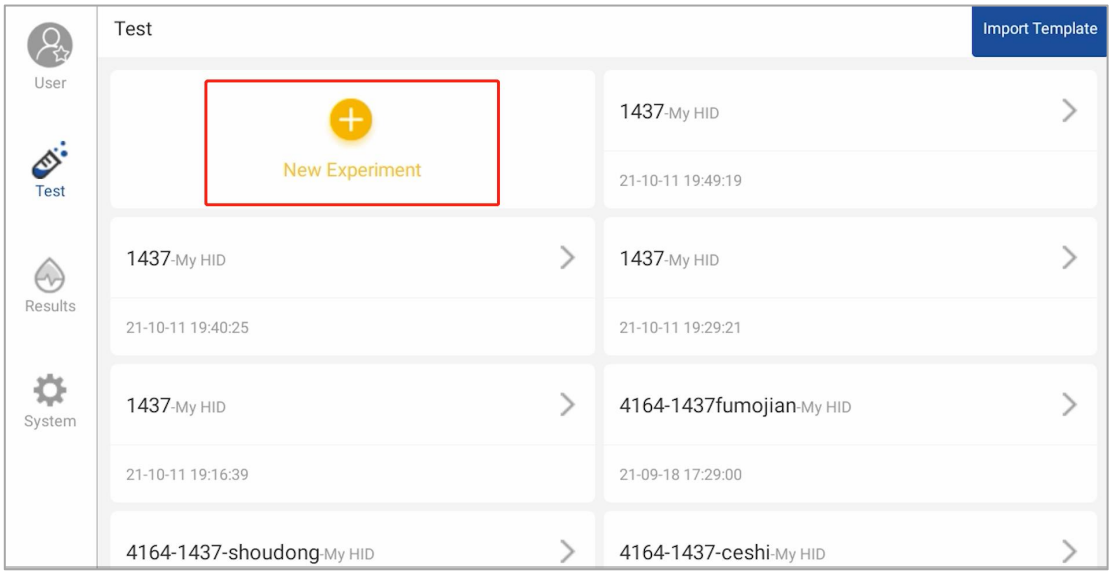

Figure 4.2-1 New experiment interface
1) In the test interface, click "New Experiment" (Figure 4.2-1) to enter the experiment settings 1